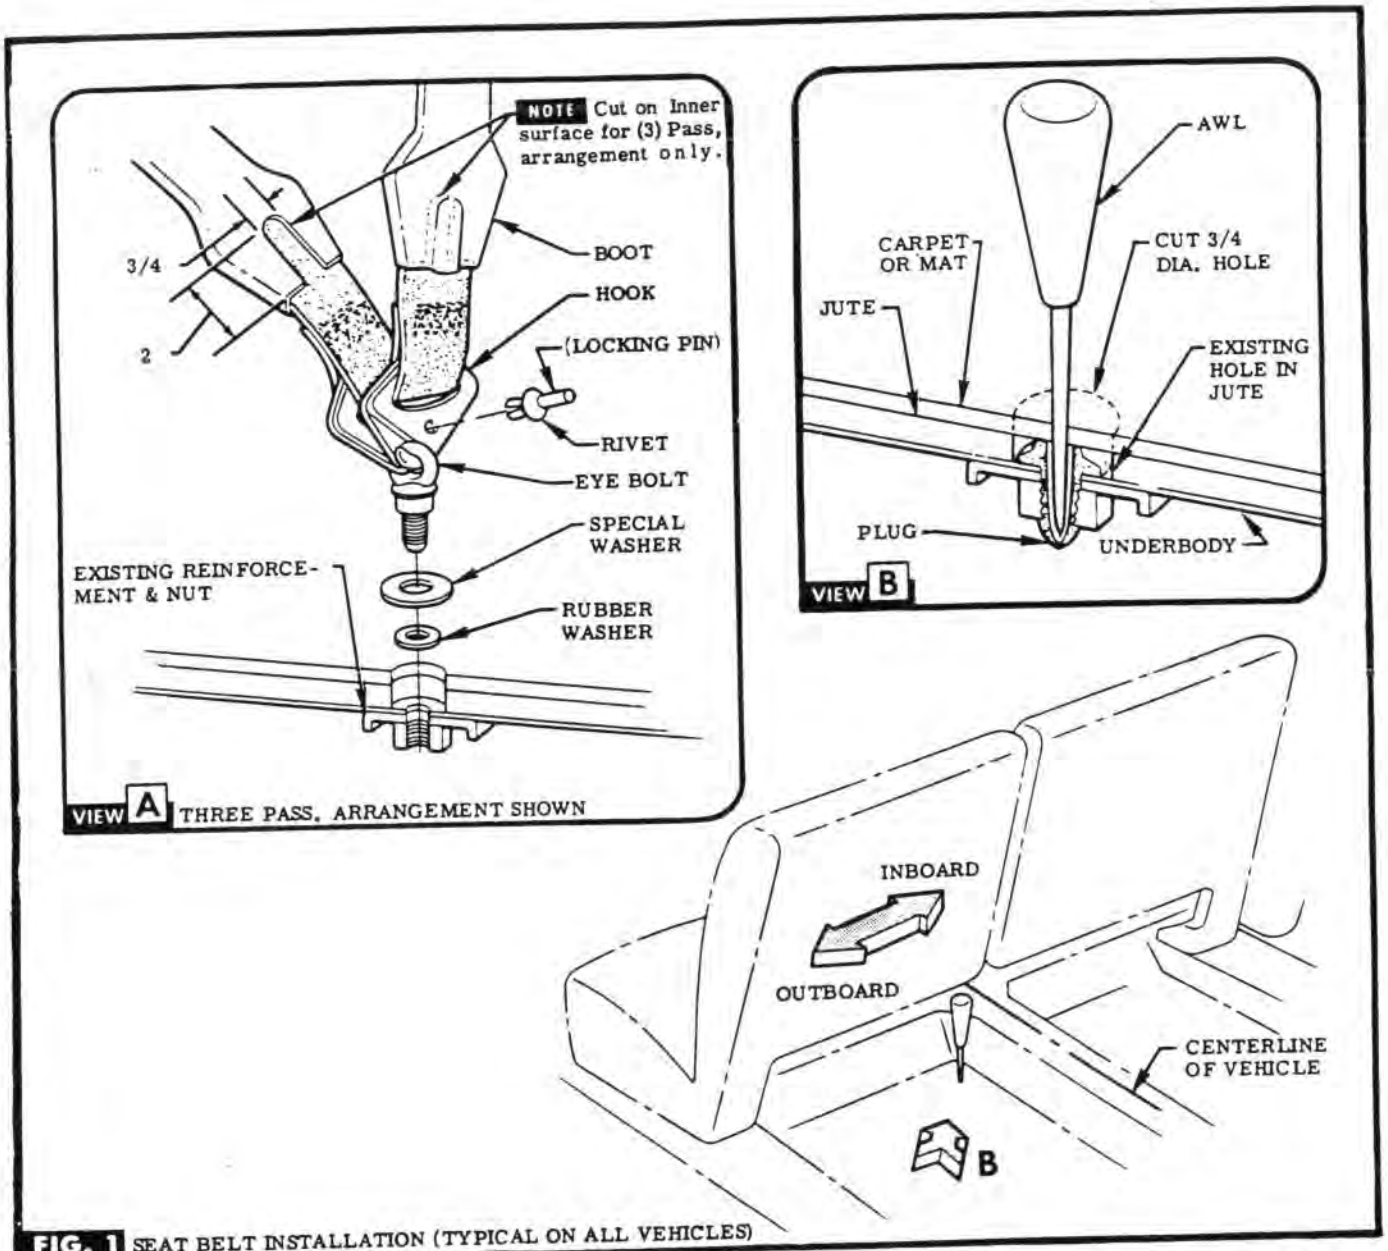

FIG. 1 SEAT BELT INSTALLATION (TYPICAL ON ALL VEHICLES)
STEP 1 USING DIMENSIONS GIVEN, LOCATE PLUG BY FEELING CARPET OR RUBBER MAT (SLIGHT INDENTATION). PROBE WITH AWL TO LOCATE HOLE IN PLUG. INSERT AWL DOWN INTO PLUG & LEAVE STANDING IN UPRIGHT POSITION, CUT CARPET OR MAT. SEE FIG. 1 & VIEW B.
STEP 2 REMOVE PLUG & INSTALL EYE-BOLT. SEE FIG. 1 & VIEW A. **NOTE** Install special washer on eye-bolt then force rubber washer over threaded portion & seat tight against shoulder of eye-bolt. Special washer used only on vehicles with carpets. See Fig. 1 (View "A").
STEP 3 WHEN INSTALLING TWO BELTS ON ONE EYE-BOLT. BOOTS MUST BE CUT. SEE FIG. 1 (VIEW "A".)
STEP 9 AFTER BELT HAS BEEN PROPERLY HOOKED IN EYE-BOLT, LOCK THE HOOKS IN POSITION USING RIVET. INSERT THE PRONGS THRU THE HOOK HOLES & DRIVE THE LOCKING PIN UNTIL FLUSH WITH RIVET HEAD. SEE FIG. 1 (VIEW "A").